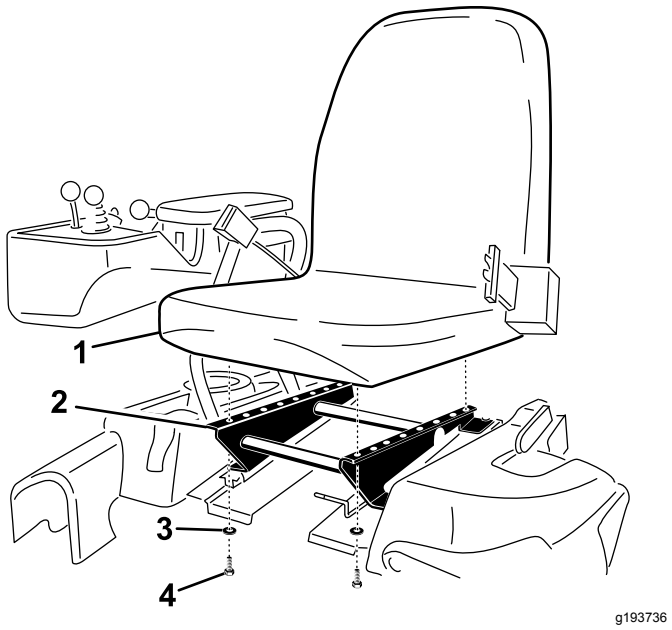

**Figuur 4**
3. Bevestig de stoel op de stoelbasis met behulp van de 4 bouten en ringen die u eerder hebt verwijderd (Figuur 4).